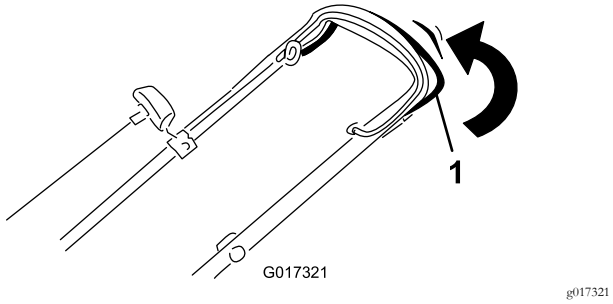

Rysunek 19
- **Aby włączyć napęd trybu samobieżnego:** Naciśnij dźwignię napędu trybu samobieżnego w kierunku uchwytu i przytrzymaj ją w tym położeniu (Rysunek 19).